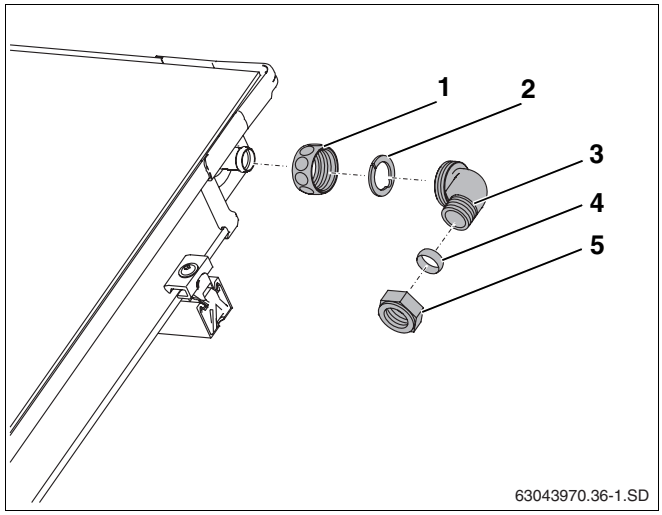

Abb. 57 Vorlaufleitung montieren (ohne Entlüfter am Dach)
- Überwurfmutter (Abb. 57, **Pos. 1**) über Kollektoranschluss schieben.
- Klemmscheibe (Abb. 57, **Pos. 2**) hinter die Wulst des Kollektoranschlusses legen und zusammendrücken.
- Winkel mit Klemmringverschraubung (Abb. 57, **Pos. 3**) an Anschluss drücken, ausrichten und mit Überwurfmutter verschrauben.